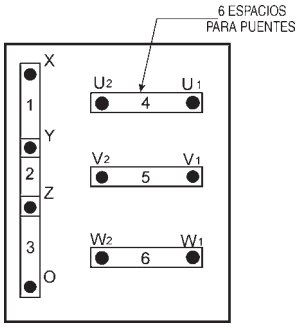

**Figura 20. Tablero de inversion de voltaje configuración 240V**
1. Coloque el puente en el tablero de inversión de voltaje para operación de 240 V como muestra la Figura 20.
1. Asegúrese que el tablero de inversión de voltaje esta haciendo puente para operación 240V como se muestra en la Figura 20.